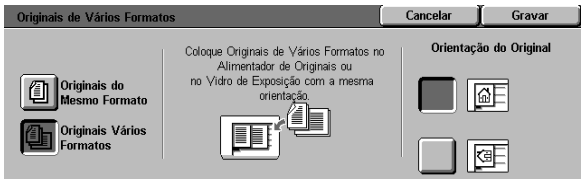

Figura 35: Ecrã Originais de Vários Formatos com a opção Vários Formatos seleccionadas
- Se os originais forem de formatos diferentes, seleccione a opção **Originais de Vários Formatos**, tal como ilustrado na Figura 35.